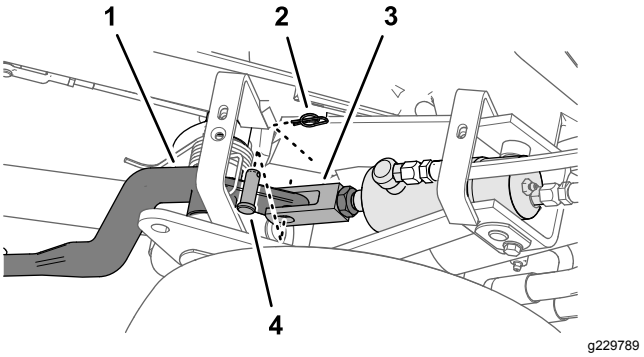
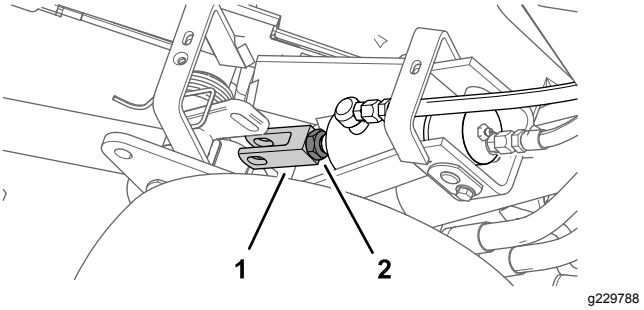

Figuur 52
Figuur 53
3. Draai de contramoer los waarmee de gaffelfitting is bevestigd aan de cilinder van de maai-eenheid die u wilt afstellen (Figuur 52).
4. Verwijder de borgpen en de gaffelpen (Figuur 52)
5. Draai de gaffel totdat u de gewenste hoogte heeft gekregen (Figuur 53).
6. Bevestig de gaffelfitting aan de hefarm met de gaffelpen en de borgpen en draai de contramoer vast (Figuur 52 en Figuur 53).